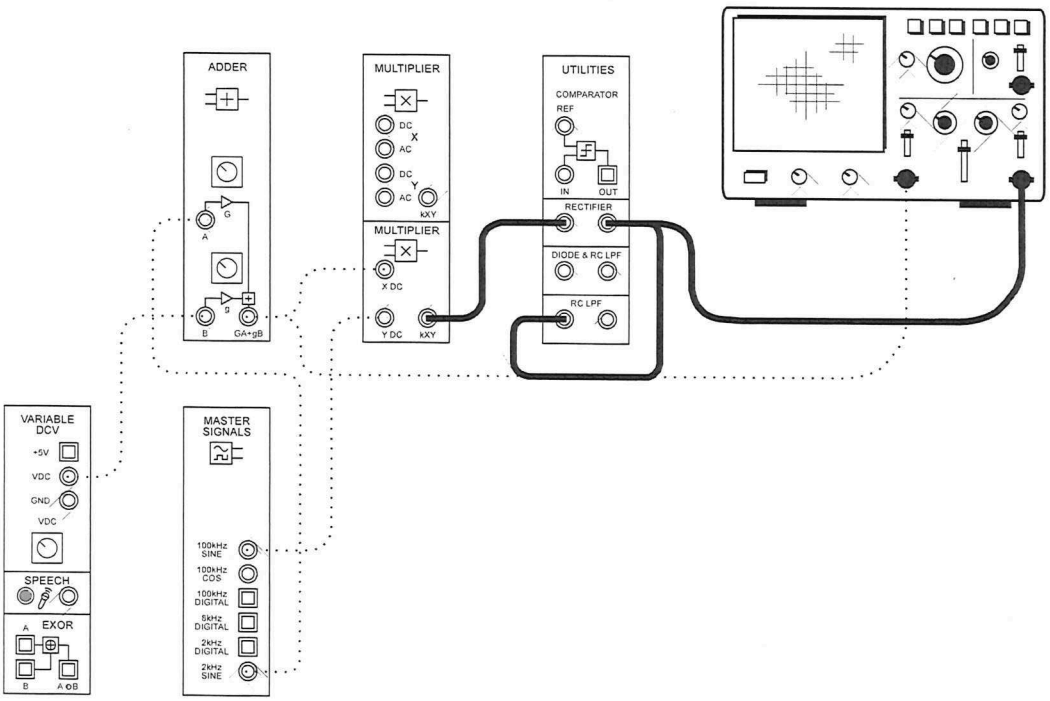
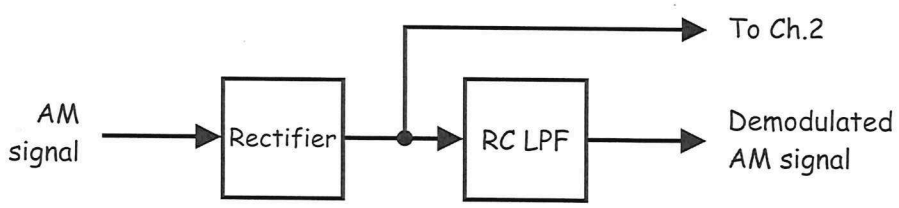

Figure 4
Figure 5
14. Modify the set-up as shown in Figure 4 below.
The additions to the set-up in Figure 4 can be represented by the block diagram in Figure 5 below. As you can see, it's the envelope detector explained in the preliminary discussion.